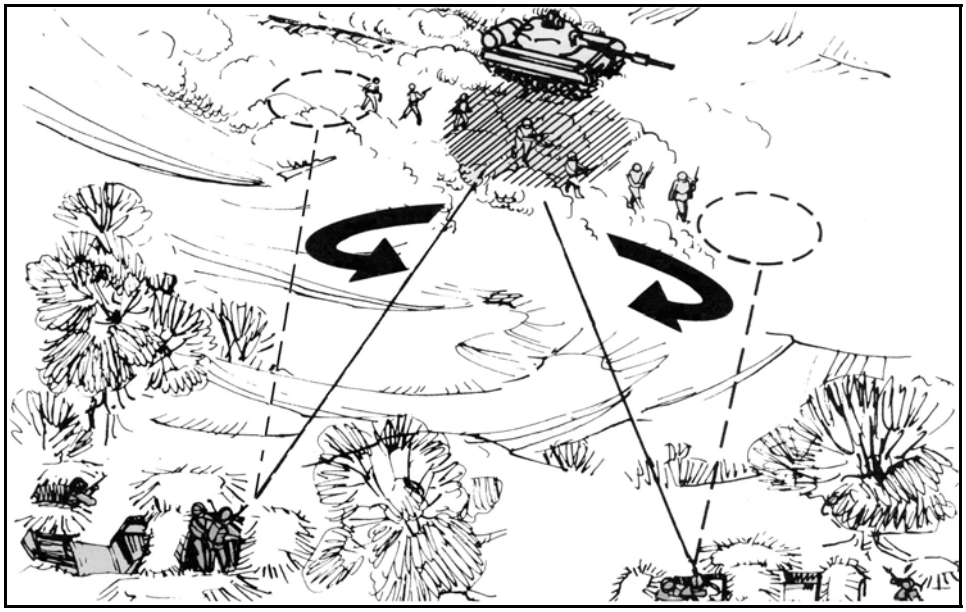

Figure 5-17. Engagement of linear target with depth with a pair of gunners.
(4) *Linear Target With Depth.* When using a pair of machine guns to engage a linear target with depth, the initial point of aim and the extent of manipulation for both gunners is the same as those prescribed for linear targets (Figure 5-17).